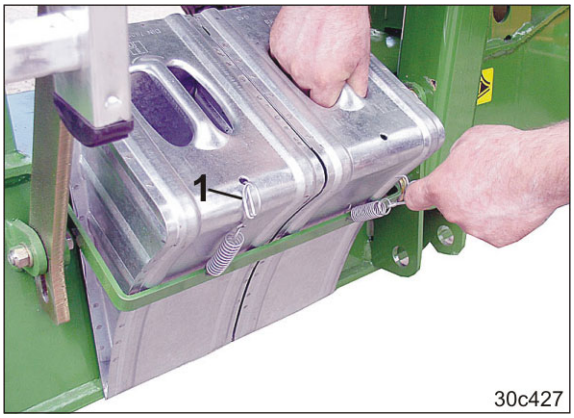

Fig. 126
18. Sæt stopklodsen i holderen, og fastgør den med fjederspændere (Fig. 126/1).